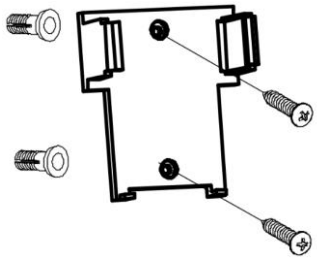

Fig. 12a
1. Locate a suitable wall to fix the remote control holder with the 2 screws & 2 anchors. (Fig.12a).